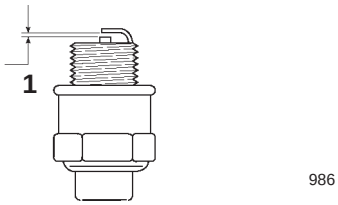

Figure 16
5. Set the gap on the new plug to 0.030 in. (0.76 mm) (Fig. 16).